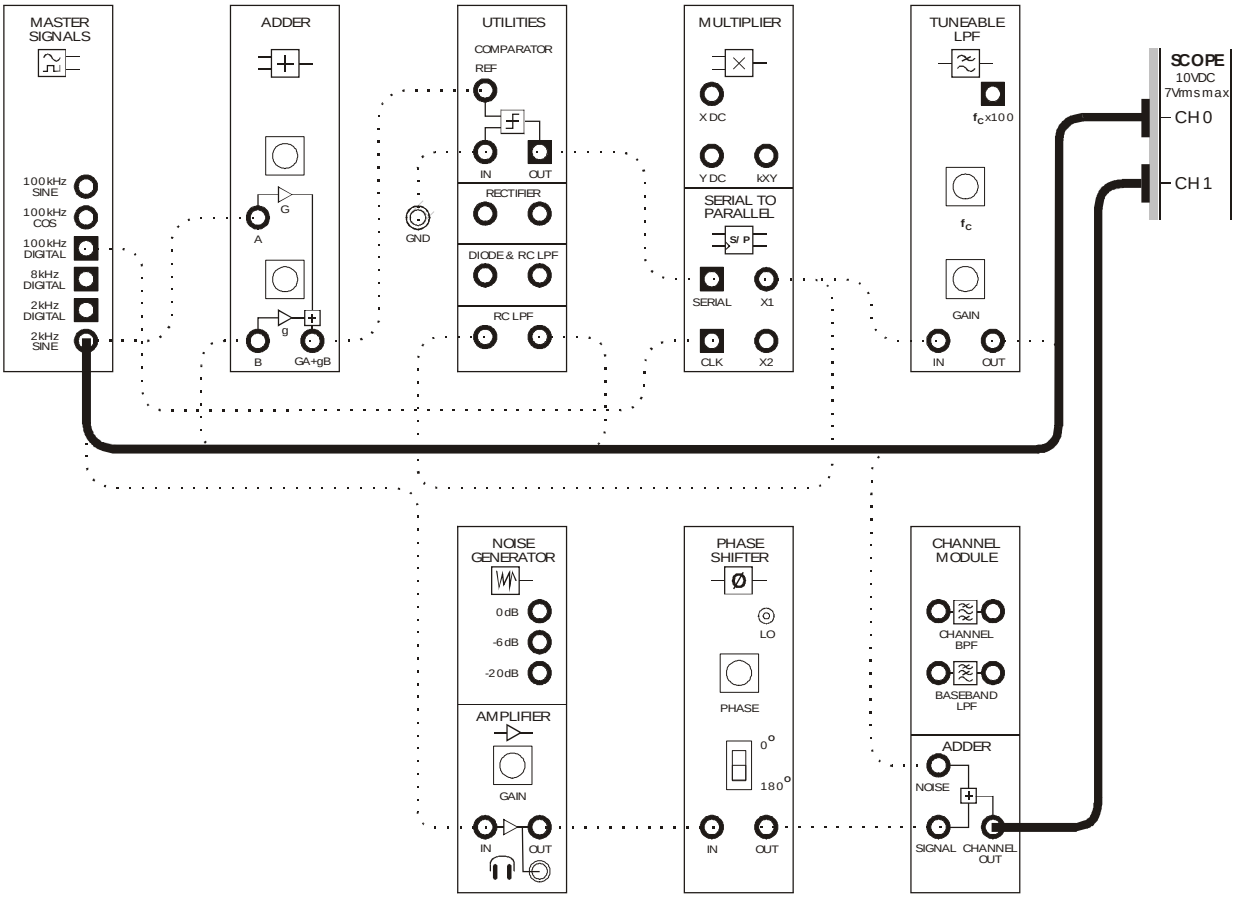
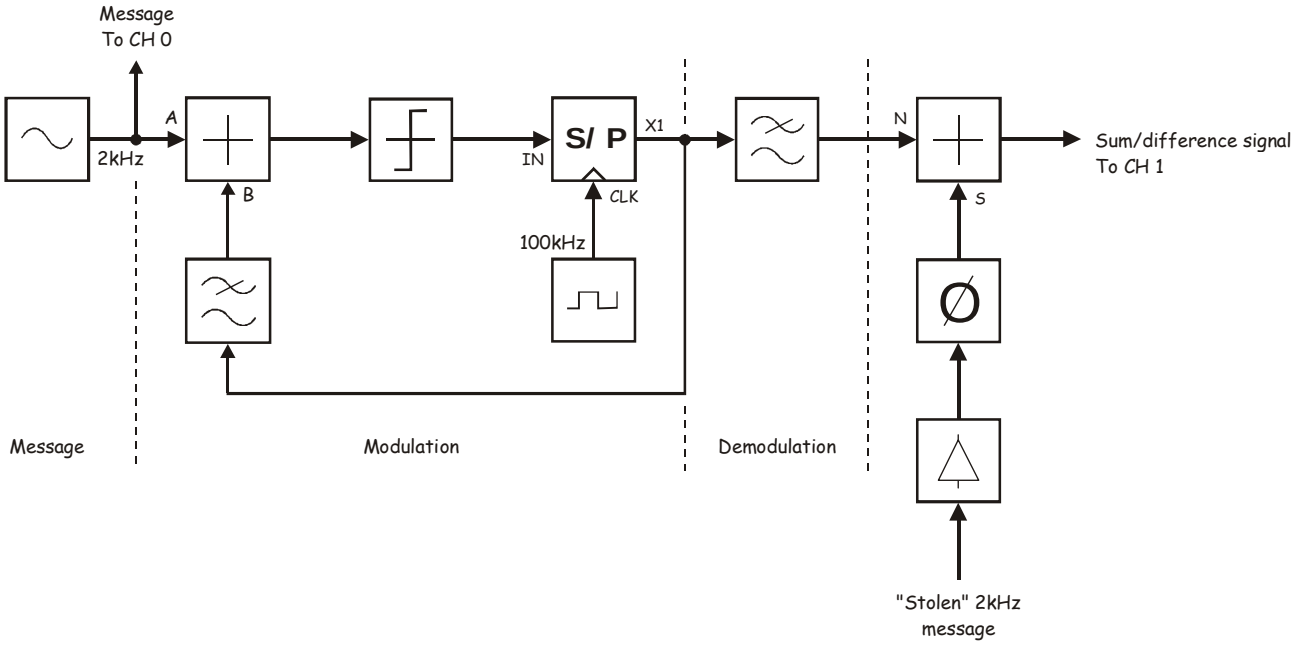

Figure 21
Figure 22
51. Modify the scope's connections to the set-up as shown in Figure 21 below.
The scope's new connections to the set-up in Figure 21 can be represented by the block diagram in Figure 22 below.